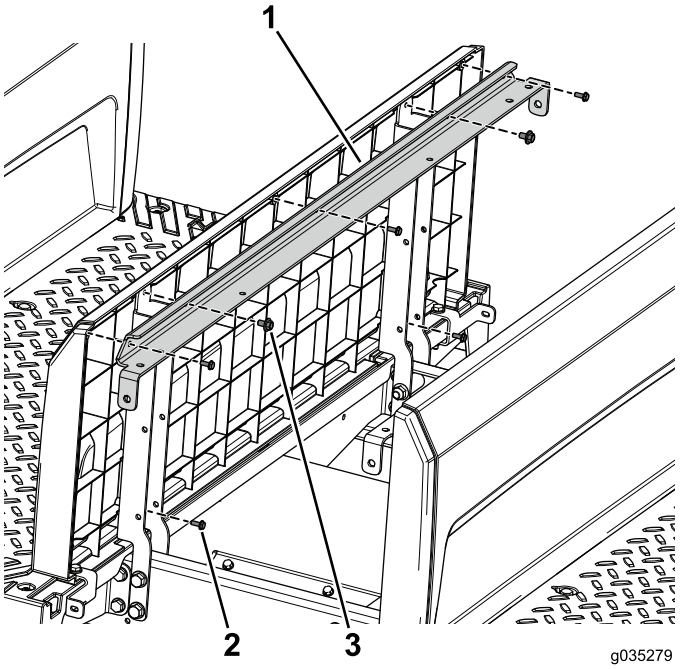

Figure 93
3. Utilisez les 2 ensembles boulon et rondelle (¼" x ½") pour fixer le support en équerre et le panneau de socle du siège sur les supports de siège gauche et droit (Figure 93).
4. Utilisez les 5 vis (nº 10 x ½") pour fixer le panneau arrière au support en équerre et aux supports de siège (Figure 93).